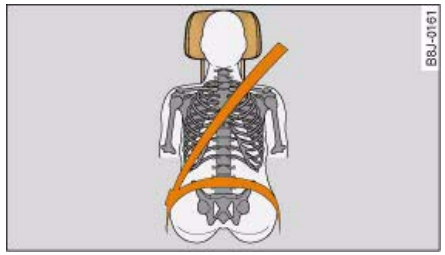
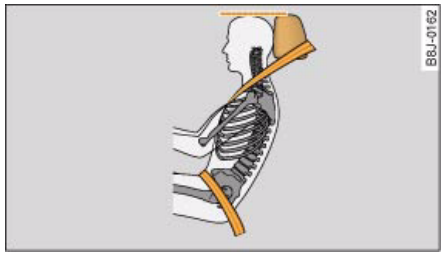

Fig. 201 Correctly adjusted head restraint (seen from the front)
Fig. 202 Correctly adjusted head restraint (seen from the side)
– Adjust the head restraint so that the top of the head restraint is level with the top of your head ⇒ fig. 201 and ⇒ fig. 202.